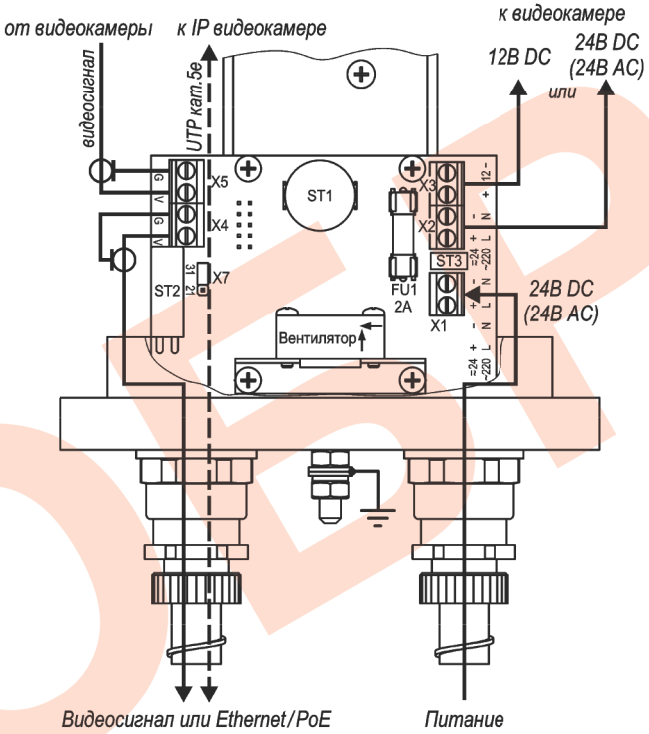

Рис.2 Подключение ТГБ-4Г ТВ Ex-24/12(24); ~24/12(~24)
4. Подсоединить видеокамеру к контактам платы коммутации в соответствии со схемой подключения (рис.2, 3 или 4).
5. Ввести через гермовводы внешние кабели (кабель видео и кабель питания) и подключить их к плате коммутации (рис.2 или 3).
Предприятием изготовителем джампер X7 установлен в положение «31» - мощность обогрева 31 Вт, для изменения мощности на 21 Вт джампер X7 необходимо переставить в положение «21» (см. рис.2 и 3).